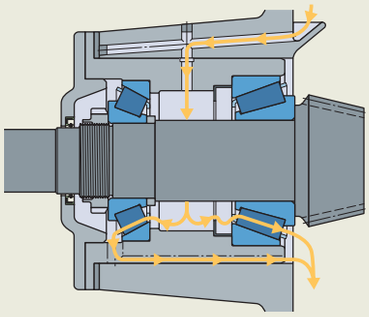

Fig. 5
- Un componente específico (anillo, disco, etc.) recoge el aceite de un baño de aceite y lo transporta (**fig. 5**).